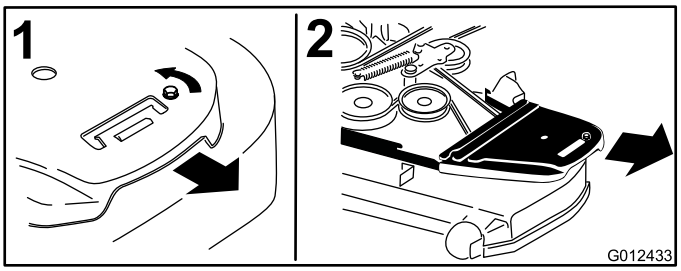

**Figuur 73**
4. Verwijder de drijfriemkappen en de bijbehorende bouten (Figuur 73).